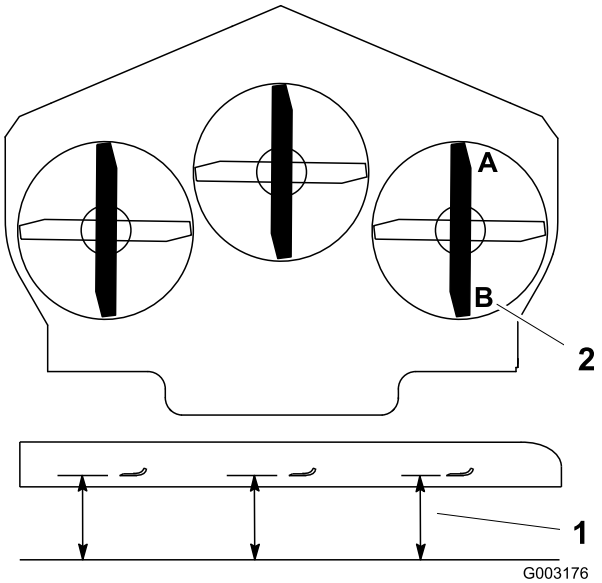

Figur 77
1. Ställ in den högra knivens främre-bakre lutning (Figur 77).
2. Mät den högra kniven vid punkt **A**, från en plan yta till knivens egg (Figur 77).
4. Mät den högra kniven vid punkt **B**, från en plan yta till knivens egg (Figur 77).
6. Klipparkniven ska vara ca 6 till 10 mm lägre vid punkt **A** än punkt **B** (Figur 77). Fortsätt till nästa steg om detta inte är korrekt.